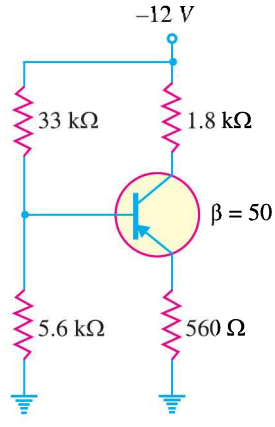

Fig. 9.57
16. (*i*) Determine the base voltage V_B in Fig. 9.57.
17. (*i*) Find the Q-point values for Fig. 9.57.
(*ii*) Find the minimum power rating of transistor in Fig. 9.57. **[(*i*) 1.41 mA ; – 8.67V (*ii*) 12.2 mW]**